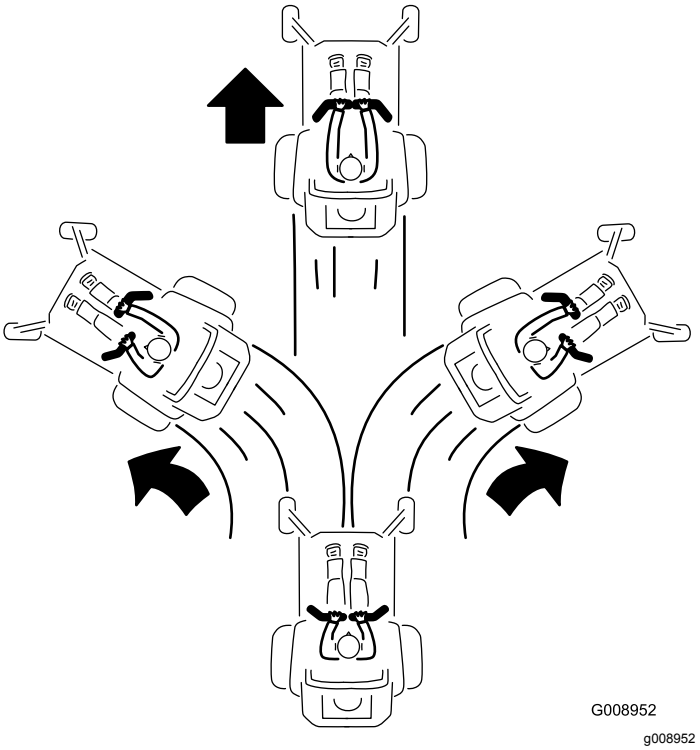

Figur 26
3. Kør fremad ved langsomt at skubbe bevægelseshåndtagene fremad (Figur 26).